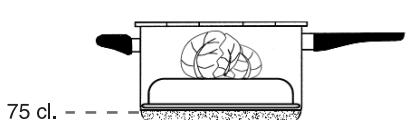

FIG.A4
4. Para cocinar alimentos al vapor debe utilizarse al menos 750 mililitros (3/4 de litro) de agua. Colocando el alimento sobre la rejilla vaporera opcional *(14)*. *(FIG. A4)*